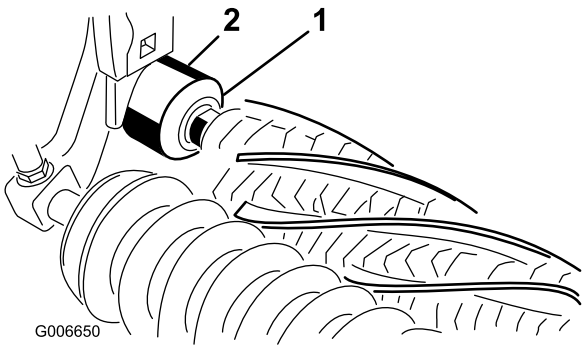

Figura 10
19. Certifique-se de que o rebordo vedante, em cada vedante de eliminação de sedimentos, toca ao de leve em todas as caixas de rolamentos (Figura 10).